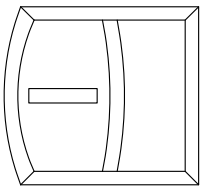

Abb. 2 Einsetzen des 1. Kämpfers
- Setzen Sie den vorbereiteten Kämpfer **5** (siehe Abb. 2) ein und positionieren Sie diesen im Pfosten **4** und verschauben den durchlaufenden Pfosten **4** mit 4 Senkschrauben Ø 3,9 x 19 mm **3** durch die seitlichen Laschen des Verbinders in die Stahlverstärkung.